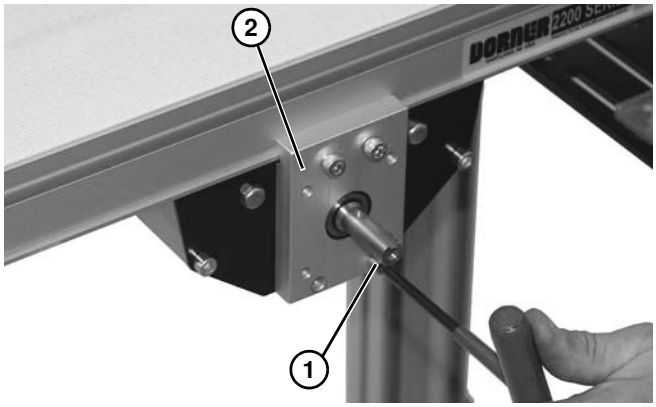
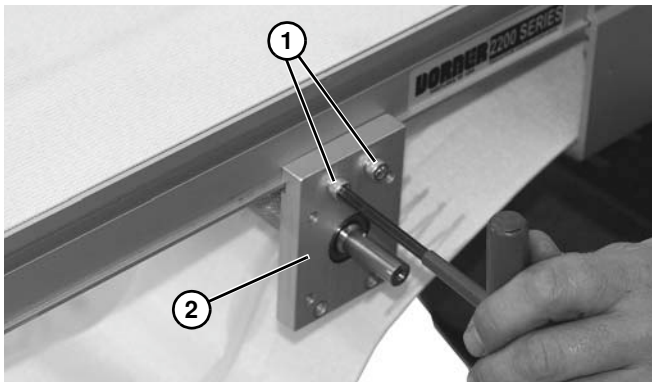

Figure 72
Figure 74
3. Desserrer une vis à tête creuse **(Figure 72, élément 1)** de chaque côté du bloc de montage **(Figure 72, élément 2)**.
5. Desserrer deux vis à tête creuse **(Figure 74, élément 1)** de chaque côté du bloc de montage **(Figure 74, élément 2)**.
10. Serrer les vis à tête creuse **(Figure 72, élément 1)** et **(Figure 74, élément 1)** au couple de 7 N.m.